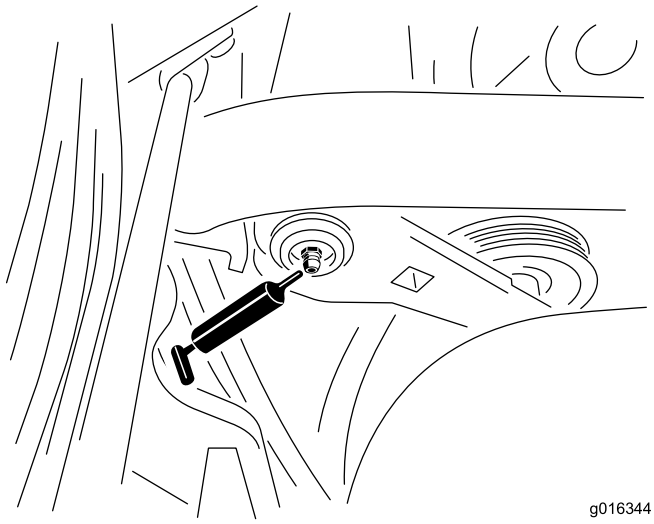

Figur 45
1. Tør smøreniplen ren, så der ikke kan komme fremmedlegemer ind i lejet eller bøsningen (Figur 45).